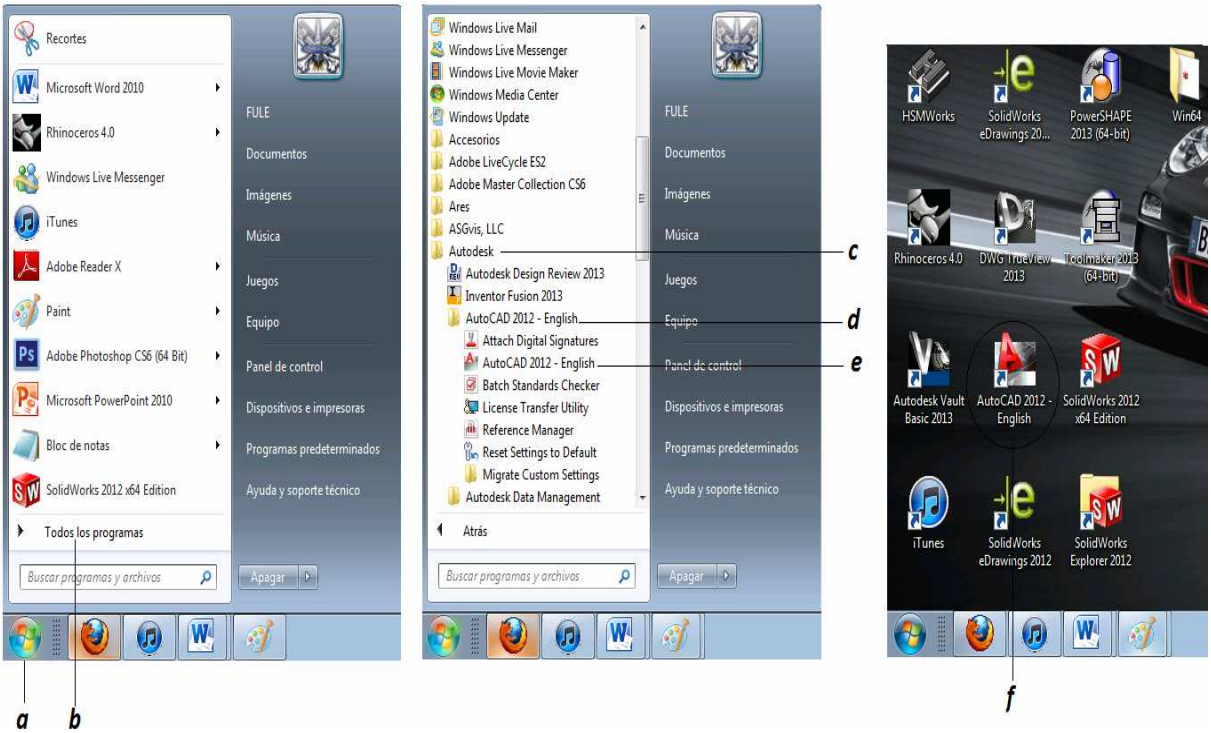

Figura 3.1. Iniciando AutoCad 2012
a. Se da clic en el botón de inicio de la barra de tareas *(figura 3.1)*
b. Se selecciona la carpeta "Todos los Programas" *(figura 3.1)*.
c. Se selecciona la carpeta Autodesk para desplegar sus opciones *(figura 3.1)*.
d. Dentro de esta carpeta se da clic en la carpeta AutoCAD 2012 para desplegar sus opciones *(figura 3.1)*.
e. Se da clic sobre el icono de AutoCAD 2012 para abrir el Programa *(figura 3.1)*.
La otra forma es dando clic en el acceso directo ubicado en el escritorio *(figura 3.1 "f")*.